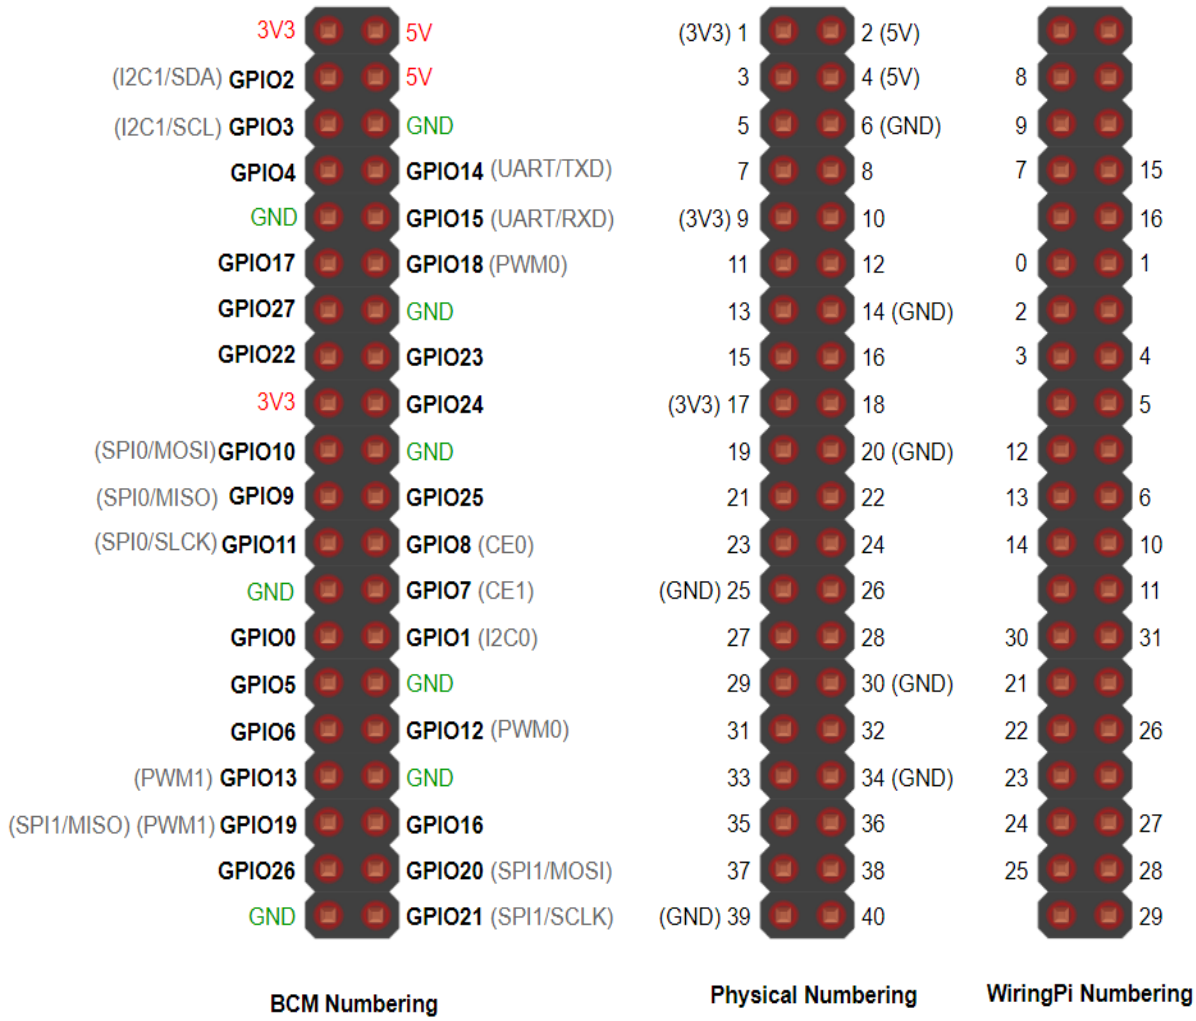

Figure 5.1 – GPIO pin numbering schemes
There are three common ways in which a Raspberry Pi's GPIO pins may be referenced, as illustrated in *Figure 5.1*:
Let's explore these alternatives as shown in *Figure 5.1*:
- **Alternative Pin Functions**: The preceding BCM diagram in *Figure 5.1* lists GPIO pin numbers, together with alternative pin functions such as PWM0, I2C0, and SPI0 in parentheses. These represent alternative roles a pin can perform beyond basic digital I/O.